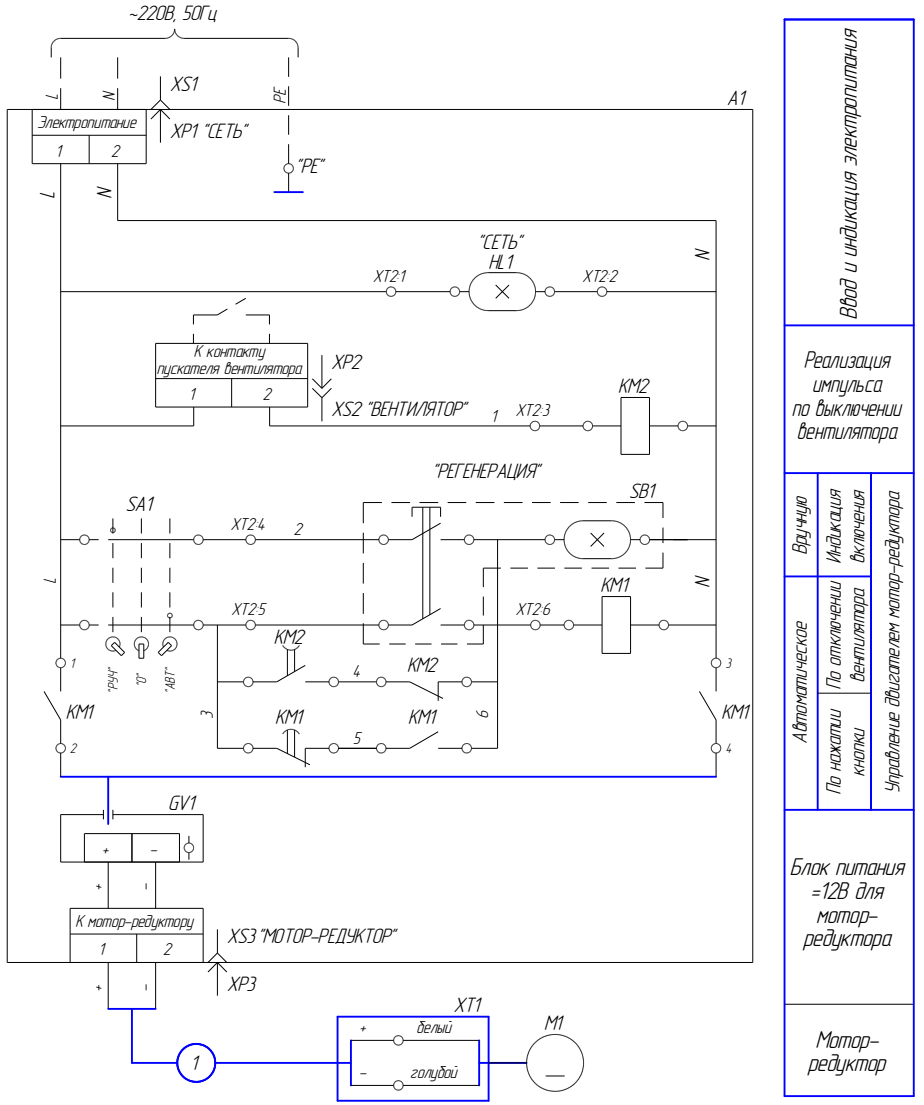

Рис. 3
4.2.1 Подвод питания и заземление присоединением трехпроводного кабеля к розетке XS1 согласно рис. 3.
5.5 Схема принципиальная электрическая системы управления механизмом регенерации приведена на рис. 3.
– в положении АВТ происходит автоматическая регенерация в течение 30с при нажатии кнопки SB1. Кроме того, в этом режиме имеется возможность автоматической регенерации фильтрующего элемента при каждом отключении вентилятора системы аспирации, в составе которой работает установка, для чего нормально замкнутые контакты пускателя вентилятора должны быть подключены согласно схеме на рис. 3.
6.2.5 Пульт закрепить на кронштейне. Подключить разъем мотор-редуктора. Выполнить подключение контакта пускателя вентилятора в соответствии со схемой на рис. 3.
6.2.6 Выполнить подключение электропитания (рис.3), при этом:
а) подвод электропитания трехпроводным кабелем и его подключение согласно рис. 3 выполняются заказчиком (Провода L и N присоединить пайкой к розетке XS1, провод PE – под винт на соответствующий зажим). Перед подачей напряжения на пульт убедиться, что на кабель не будут действовать механические нагрузки.